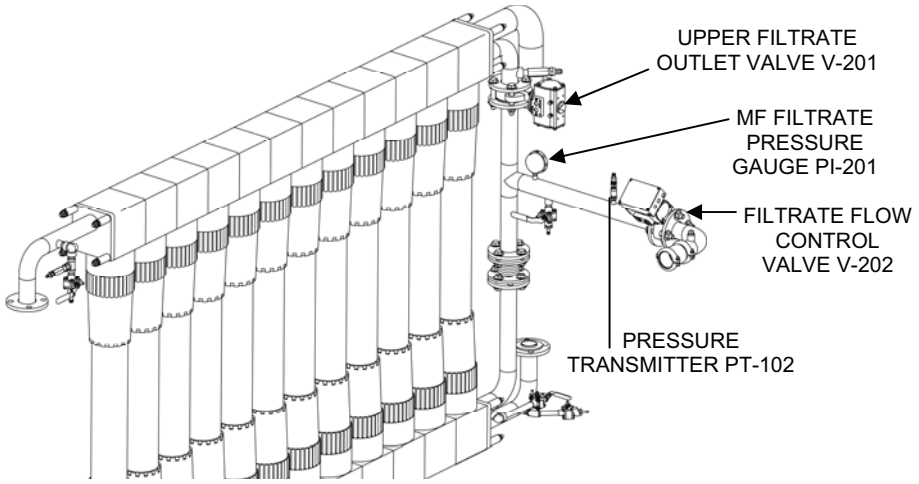

Figure 7. MF System: MF Modules to Discharge to RO Feed Tank.
Filtrate that flows out the upper end of the MF assembly flows through Upper Filtrate Outlet Valve V-201 (Figure 7). During normal operation V-201 is de-energized open to allow normal flow to Filtrate Flow Control Valve V-202. Filtrate that flows out the lower end of the assembly flows directly to Valve V-202. MF Filtrate Pressure Gauge PI-201 measures the filtrate pressure in the line between the Micro-filter (MF) assembly and Filtrate Flow Control Valve V-202. Piping directs the filtrate through the automatic Filtrate Flow Control Valve V-202 and into the RO feed tank.
Figure 7) measure the feed and filtrate pressures. The difference between the feed pressure and the filtrate pressure is the trans-membrane pressure (TMP pressure drop across the membranes or filter element fibers of the MF assembly). TMP is displayed at the operator control panel (OCP) and is an indication of how clogged the fibers are. A high TMP indicates that the MF fibers are becoming clogged with material and need to be cleaned. A high alarm indicates the need to clean the MF. The Operator can also compare the PI-101 feed pressure gauge reading with the PI-201 filtrate pressure gauge reading as a manual check against the automatically measured and calculated TMP.